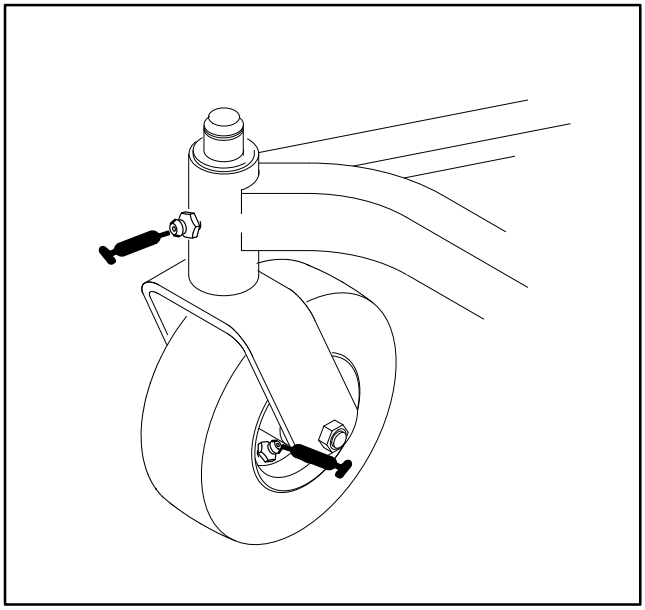
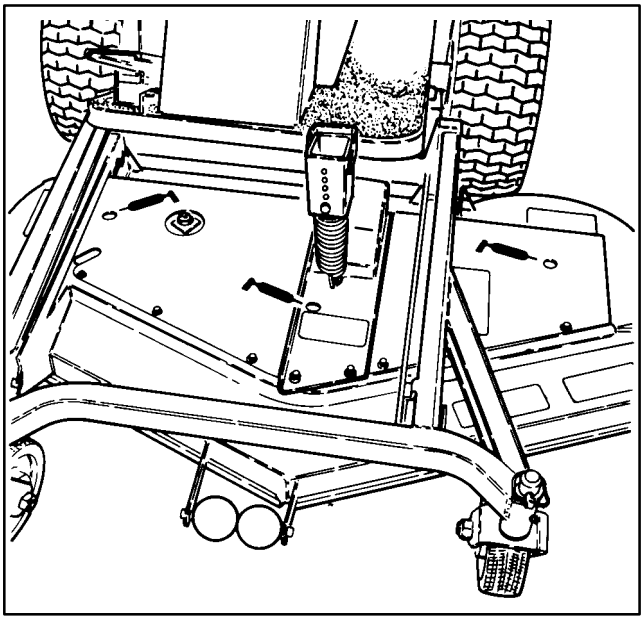

Figure 18
Figure 19
1. The cutting unit lubrication points are: castor spindle bushings (Fig. 18), castor wheel bearings (Fig. 18) and blade spindle bearings (Fig. 19).